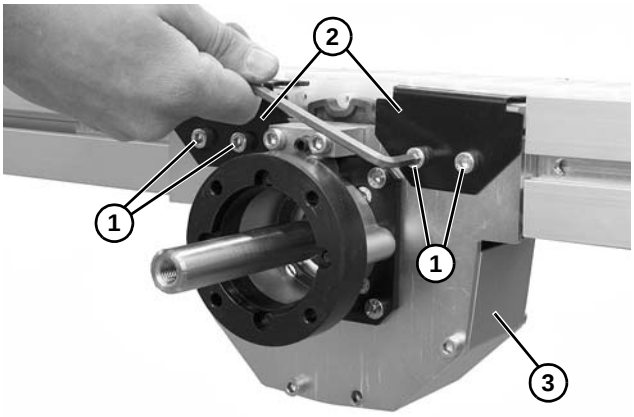

Figure 85
4. Remove four socket head screws **(Figure 85, item 1)** securing belt hold down tabs **(Figure 85, item 2)** to drive assembly **(Figure 85, item 3)**.